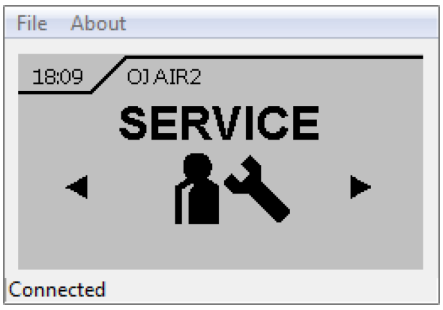

Fig. 10: Service main menu
1. Use the selector on the hand-held control unit to navigate to Service (Fig. 10); confirm your selection by pressing OK.